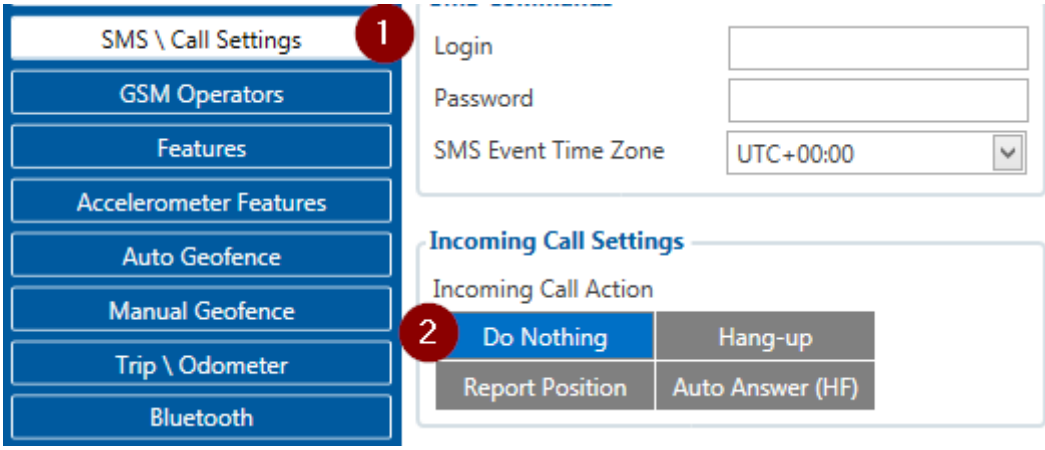

Figure 44 Incoming Call Action settings
- Go to "**SMS \ Call Settings**" in left menu and set "**Incomming Call Action**" to "**Do Nothing**" visible at **Figure 44**.